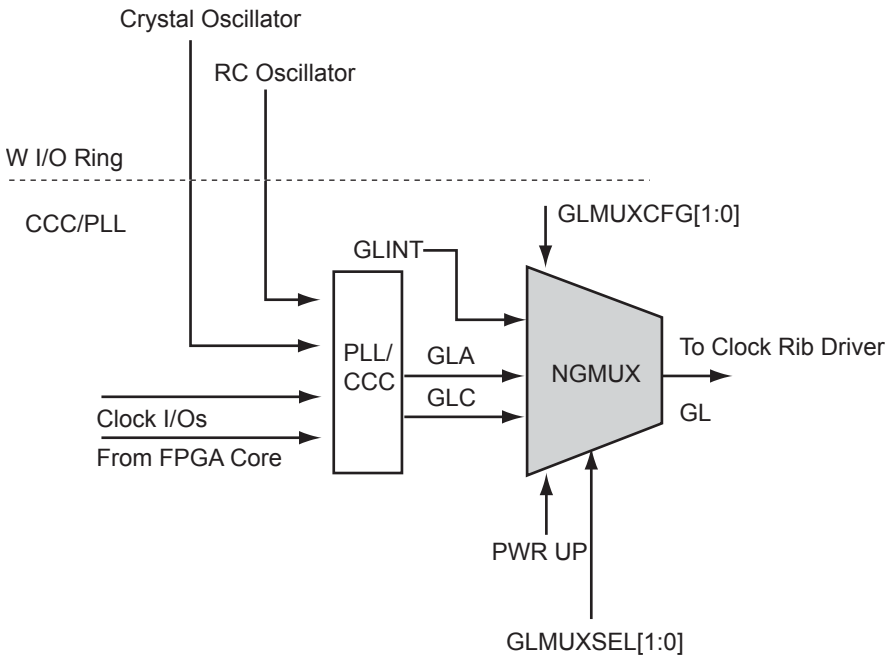

Figure 2-24 • **NGMUX**
Positioned downstream from the PLL/CCC blocks, the NGMUX provides a special switching sequence between two asynchronous clock domains that prevents generating any unwanted narrow clock pulses. The NGMUX is used to switch the source of a global between three different clock sources. Allowable inputs are either two PLL/CCC outputs or a PLL/CCC output and a regular net, as shown in Figure 2-24. The GLMUXCFG[1:0] configuration bits determine the source of the CLK inputs (i.e., internal signal or GLC). These are set by SmartGen during design but can also be changed by dynamically reconfiguring the PLL. The GLMUXSEL[1:0] bits control which clock source is passed through the NGMUX to the global network (GL). See Table 2-13.